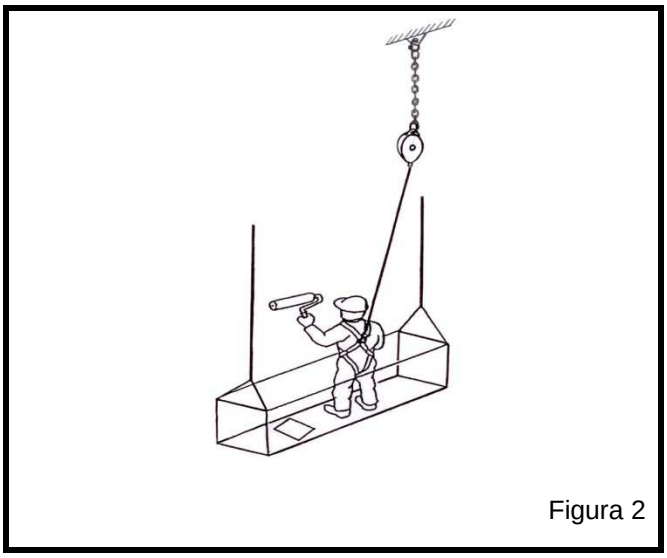
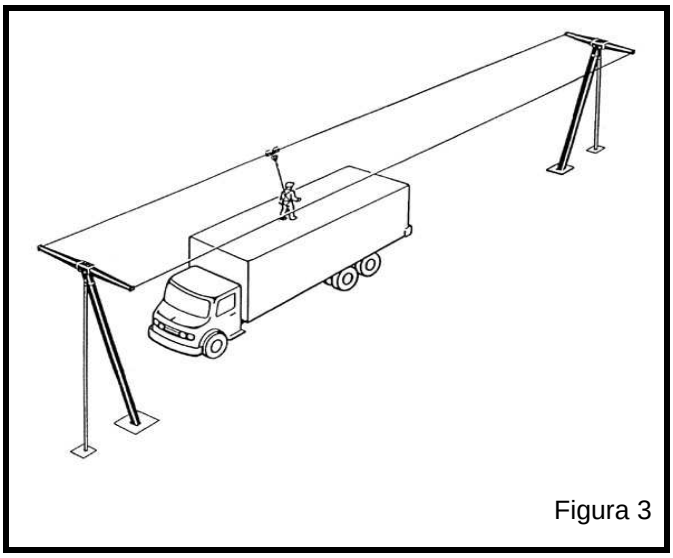

Figura 2
Figura 3
- Quando fixado por meio de corrente ou cabo de aço vertical (figura 2) ou ainda por trole deslizante em cabo de aço horizontal (figura 3) ou trilho, aumenta bastante a mobilidade.